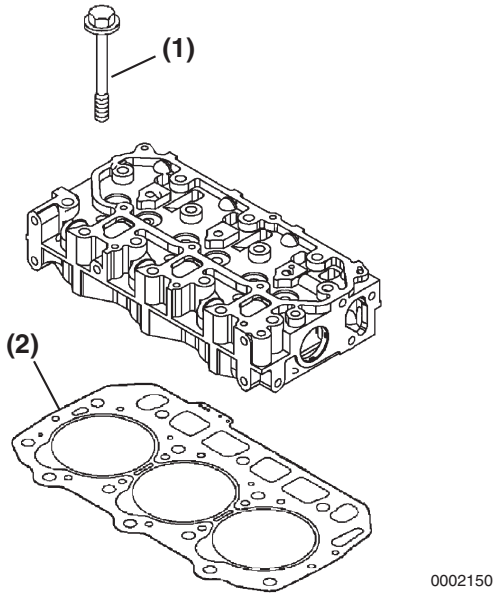

Figure 6-29
1. Carefully clean both the combustion surface of the cylinder head and the top surface of the cylinder block. Install a new cylinder head gasket **(Figure 6-29, (2))** on the cylinder block.
3. Lightly oil the threads of the cylinder head bolts **(Figure 6-29, (1))**. Tighten the bolts to the specified torque shown in the chart below. Tighten in the sequence shown in **Figure 6-30**. *See Torque for Bolts and Nuts on page 6-14.*